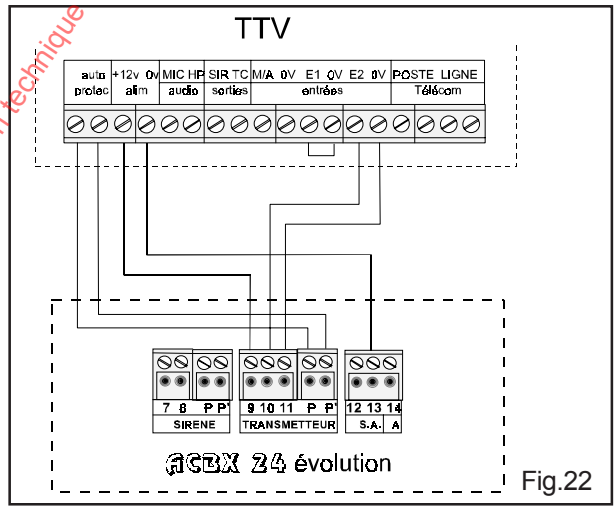

Fig.22
- Exemple de raccordement d'un transmetteur téléphonique TTV1 (code 10329) fig.22. Entrée E2 configurée positive.